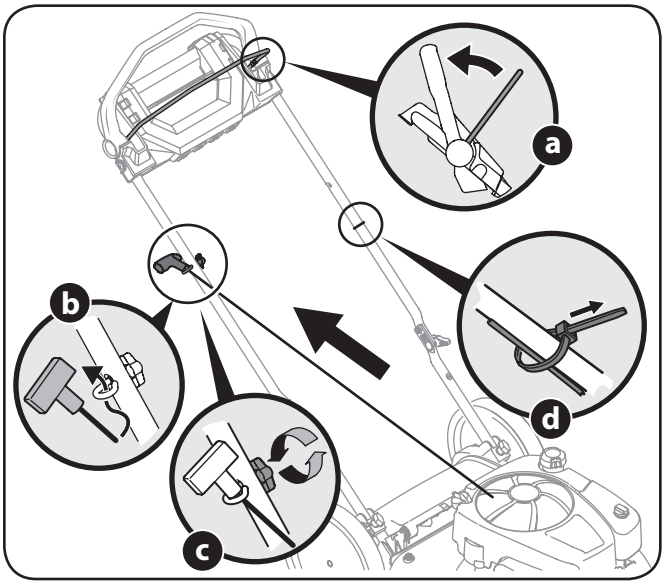

Figure 3-6
4. The rope guide is attached to the right side of the upper handle. Loosen the wing knob which secures the rope guide. See Figure 3-6.
b. Slowly pull starter rope handle from engine and slip starter rope into the rope guide. See Figure 3-6.